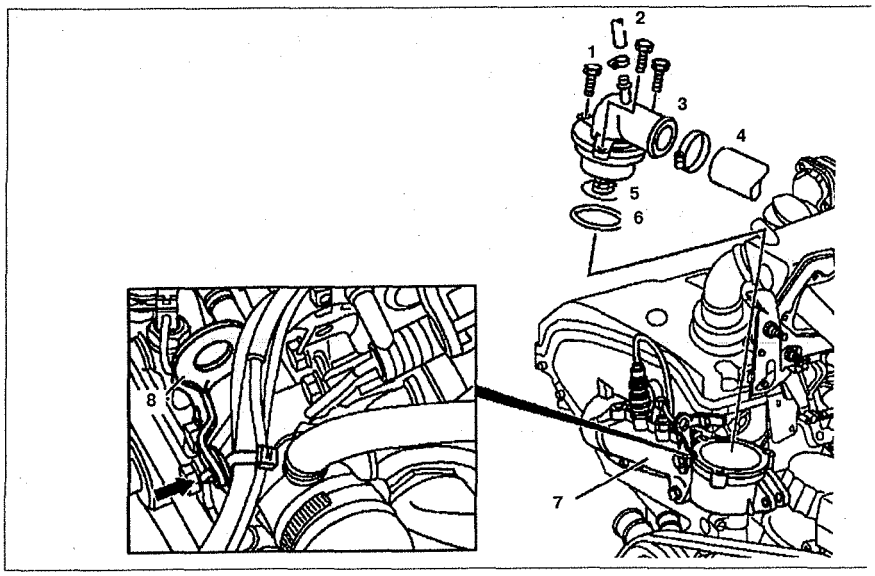

Рис. 2.104. Термостат:
3. Отсоедините стяжную ленту (стрелка) от подъемной проушины **8** (см.рис.2.104).